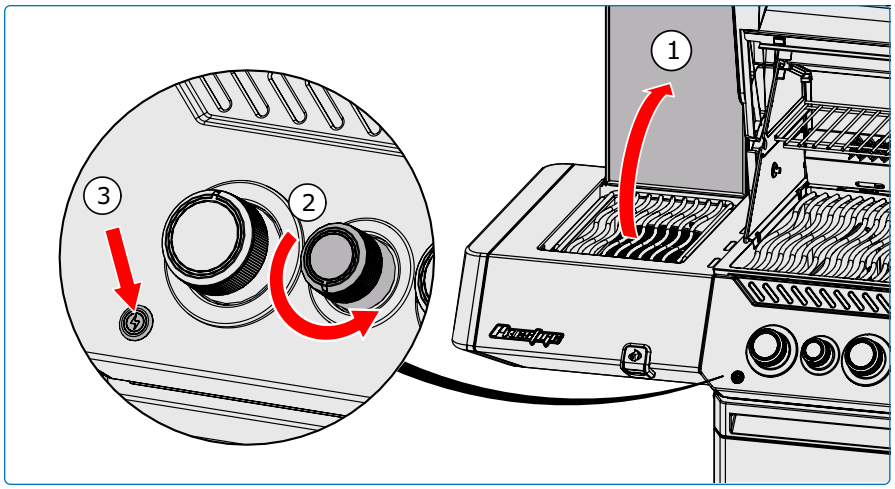

Fig. 7
4. Si le brûleur ne s'allume pas dans les 5 secondes, tournez le bouton de commande du brûleur dans le sens horaire jusqu'à la position ARRÊT. Attendez 5 minutes. Répétez les étapes 2 et 3 ou consultez les « Instructions d'allumage alternatives » (**Fig. 7).**